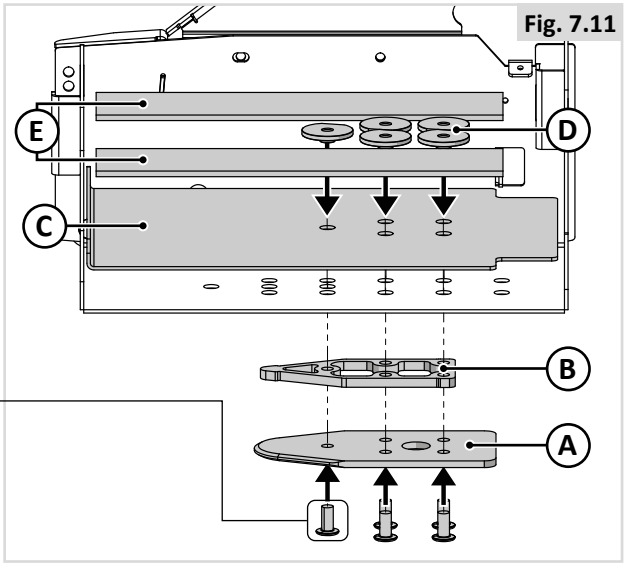

Fig. 7.11
Montieren Sie die fünf Schrauben (M8), die Sicherungsplatte (A) und das Distanzstück (B) (an der Unterseite des Fahrgestells), sowie das Versteifungsblech (C), die Spezialmuttern (D) und Distanzstücke aus Kunststoff (E) (im Inneren des Fahrgestells) (Fig. 7.11).